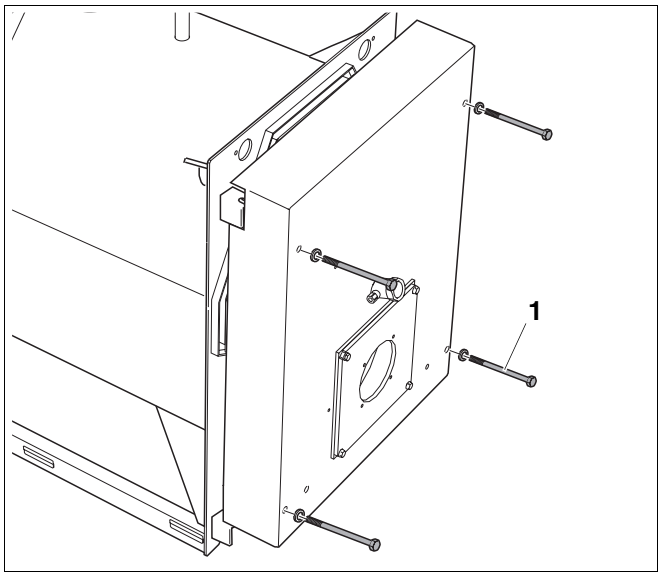
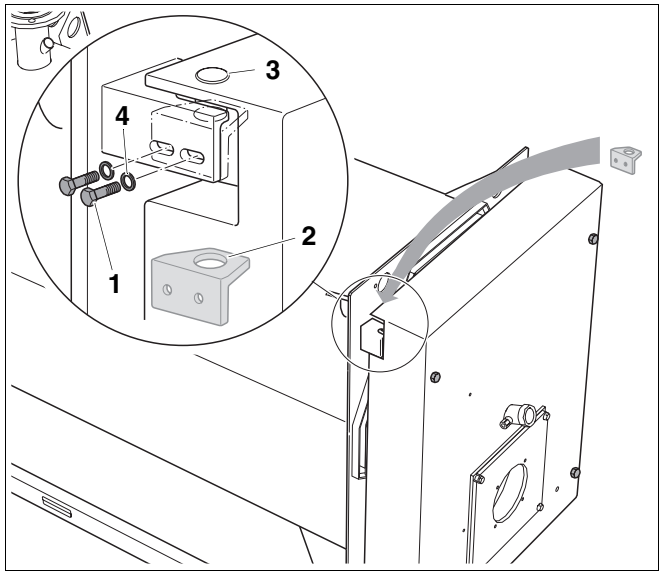

Rys. 8 Otwarcie drzwiczek kotłowych
Rys. 11 Wymiana zawiasów
- Wykręcić 4 śruby z drzwiczek (rys. 8, **poz. 1**) i otworzyć drzwiczki kotłowe.
- Nałożyć górny kątownik wspornikowy (rys. 11, **poz. 2**) po przeciwnej stronie otworem na sworzeń zawiasy (rys. 11, **poz. 3**) i przykręcić do kątownika podtrzymującego drzwiczki przy pomocy 2 śrub z łbem sześciokątnym (rys. 11, **poz. 1**) i podkładek (rys. 11, **poz.** 4).
Istnieje możliwość wyregulowania położenia kątownika wspornikowego (rys. 11, **poz. 2**) w otworach podłużnych kątownika podtrzymującego drzwiczki. W razie potrzeby górny kątownik wspornikowy należy przesunąć do przodu, aby drzwiczki lekko się otwierały.
- W tym celu poluzować nieznacznie obie śruby z łbem sześciokątnym (rys. 11, **poz. 1**) kątownika wspornikowego i wykręcić śruby drzwiczek (rys. 8, **poz. 1**) o kilka obrotów. Pod ciężarem drzwiczek kątownik wspornikowy przemieści się do przodu.